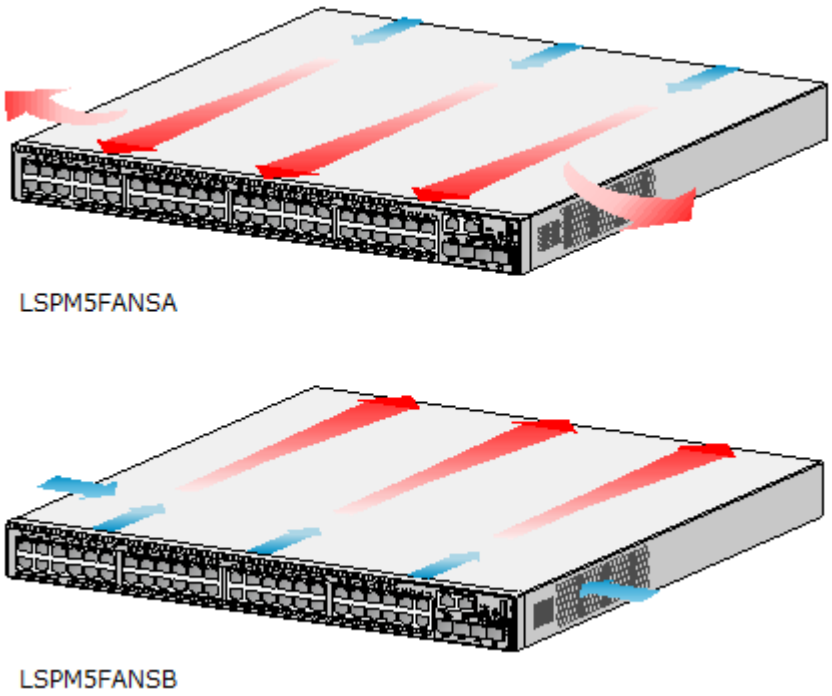

図 12-1 ファンモジュールのエアフロー
- 図 12-1に示すように、LSPM5FANSA ファンが使用される場合、ファンスロットの通風孔から吸気し、ネットワークポートの通風孔側に排気します。